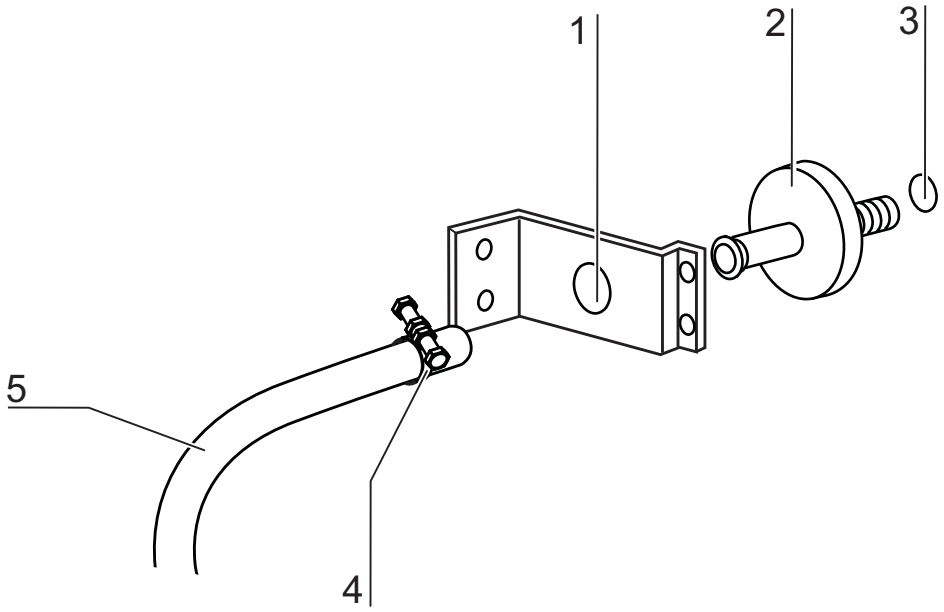

图 9-8. 安装气体入口过滤器
2. 松开软管卡圈 (4/ 图 9-8)。
3. 从气体入口过滤器的连接管拉出气体软管 (5/ 图 9-8)。
4. 旋下护板（1/ 图 9-8）。
5. 将气体入口过滤器（2/ 图 9-8）从螺纹底座（3/ 图 9-8）旋出。